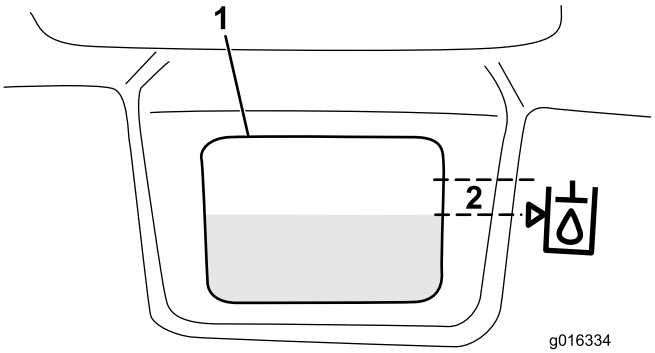

Figuur 33
3. Vul het reservoir langzaam met geschikte hydraulische vloeistof tot het niveau zich hoogstens 6 mm van de pijl in het symbool naast het witte venster aan de voorkant van het reservoir bevindt (Figuur 33). Niet te vol vullen.